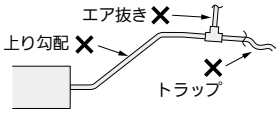

図11
- 接続部より上り勾配で配管しないでください。（ユニット停止時、ドレン水が逆流して水漏れの原因になります）（図11）
- エア抜き管は付けないでください。（ドレン水が吹き出ることがあります）（図11）